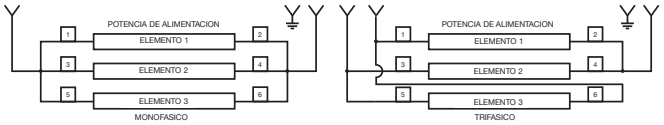

**Figura 6**
7. Proceder a la sección de cableado (ver la figura 6).
7. Pasar a la sección de cableado (ver la Figura 6).
Referirse a la Figura 6 y proceder como sigue.
1. Conectar el cableado del calentador al cableado de suministro de electricidad según se muestra en la Figura 6.